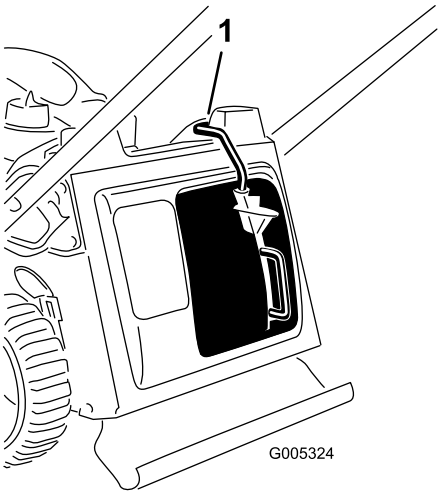

Figur 24
**Viktigt: Klipparen har en säkerhetsbrytare som gör att klipparen endast kan startas om mullningspluggen först har monterats ordentligt på klipparen (Figur 24).**